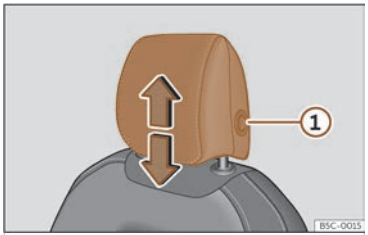
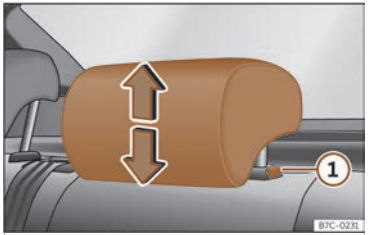

Fig. 91 Seient davanter: regulació del reposacaps.
Fig. 92 Reposacaps del darrere: regulació del reposacaps.
- Agafeu el reposacaps amb les dues mans pels costats i empenyeu cap amunt fins a encaixar-lo amb la posició desitjada. Per abaixar-lo, feu la mateixa acció tot prement el botó lateral ① ››› **fig. 91** , ››› **fig. 92**.